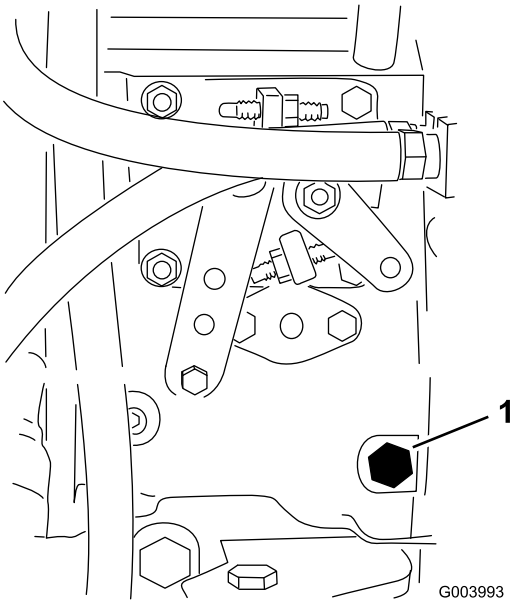

**Figur 34**
3. Åbn udluftningsskruen på brændstofindsprøjtningspumpen (Figur 34) med en 12 mm nøgle.